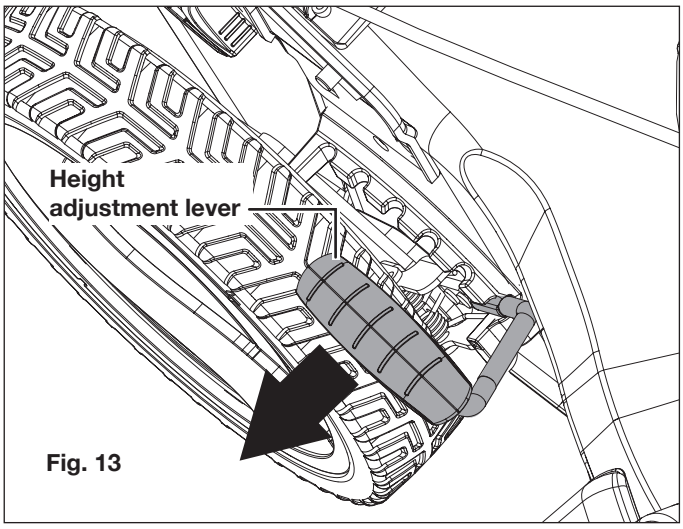

Fig. 13
2. Push the cutting height adjustment lever to the outside of the original slot (Fig. 13).